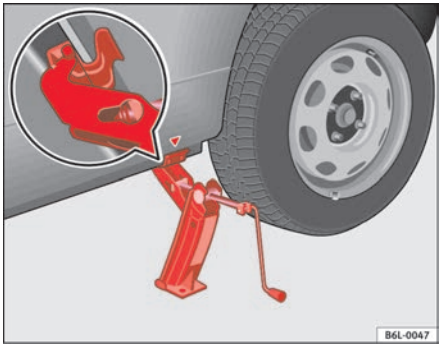

Fig. 126 Fitting the jack
– Align the jack so that the arm of the jack fits around the rib under the door sill and the movable base plate of the jack is flat on the ground ⇒ fig. 126.